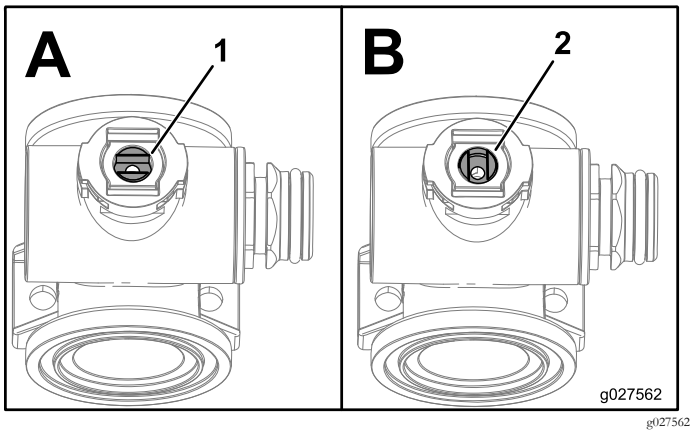

Figura 139
1. Ponga el vástago de la válvula en la posición de cerrado (Figura 139).
3. Gire el vástago de la válvula hasta que la bola esté en la posición de ABIERTO (Figura 139).
7. Gire el conjunto del vástago de la válvula a la posición de cerrado (Figura 139).